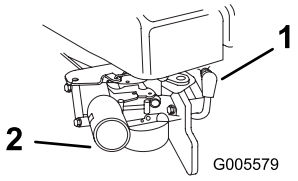

Figuur 12
1. Sluit de bougiekabel aan op de bougie (Figuur 12).
3. Druk de hulpstartknop driemaal in, steeds met een seconde wachttijd daartussen (Figuur 12).
2. Maak de bougiekabel los van de bougie (Figuur 12).